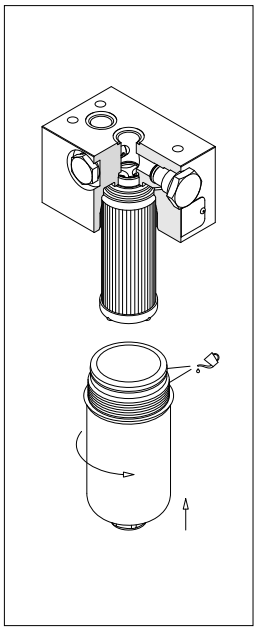

fig. 15
- (Fig.15) Lubricate the thread and the O-ring of the bowl, then screw the bowl in referring to the tightening torque table in paragraph 3